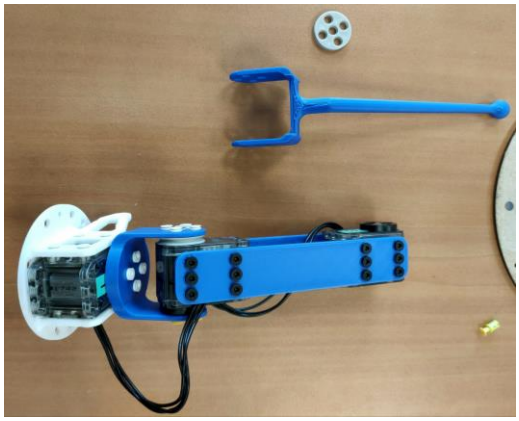

Figure 17 : Pièces nécessaires au montage à cette étape.
7) Il faut terminer l'assemblage du robot en assemblant le montage précédent à l'effecteur final (voir Figures 17 et 18). ***Attention : ne pas tourner le moteur tant que le montage n'est pas fait.***